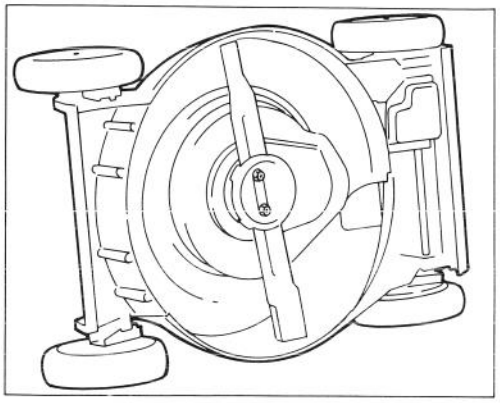

Afbeelding 32
3. Zet de maaier op de rechterzijde (Afb. 32). Pas op dat u het mes niet roteert. Dit kan tot problemen bij het starten leiden.